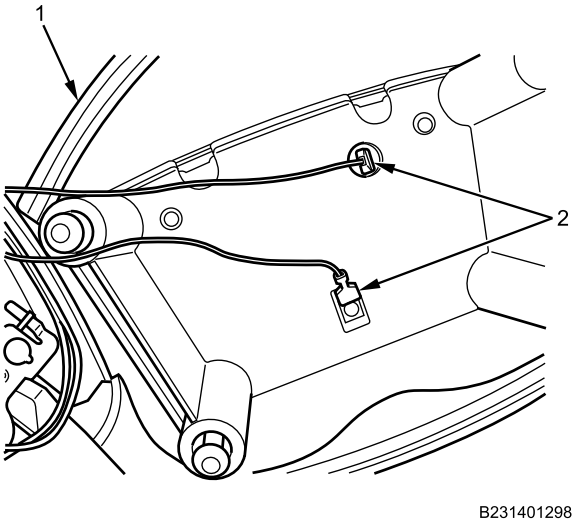

Figure 4. Horn Button Assembly and Electrical Connectors.
5. Disconnect two electrical connectors (Figure 4, Item 2) from horn button (Figure 4, Item 1).